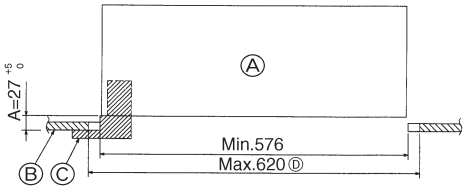

Fig. 8-2
8.2. Vorbereitung zum Anbringen des Gitters (Fig. 8-2)